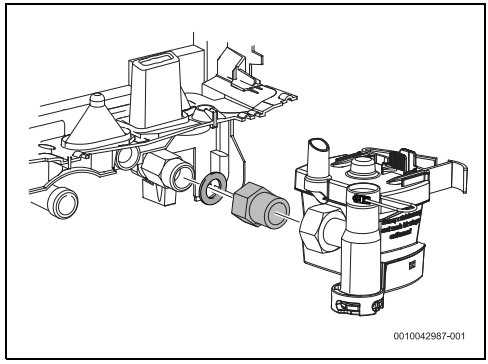

Rys. 28 Dodatkowa tuleja
- Zamontować dodatkową tuleję w celu umożliwienia poprawnej instalacji Aquastop (rysunek 28).